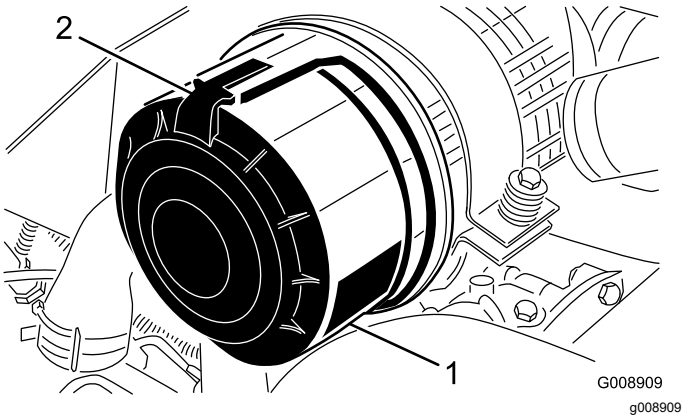

**Figuur 90**
1. Maak de sluitingen los waarmee het deksel van het luchtfilter is bevestigd aan het luchtfilterhuis (Figuur 90).